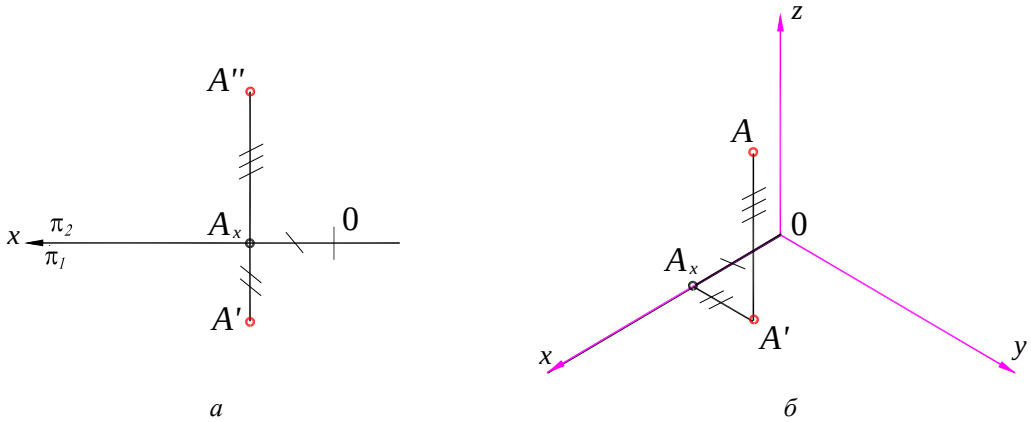

Рис. 13.9
*Задача* 1. Построить изометрическую проекцию точки $A$, представленной проекциями $A'$ и $A''$ (рис. 13.9, *а*).
*Решение*. Если даны прямоугольные проекции точки, то это значит, что известны все три координаты $x$, $y$ и $z$, позволяющие построить изометрическую проекцию. Построение начинают с изометрических осей, которые проводят под углом 120° друг к другу (рис. 13.9, *б*). Далее от начала координат $O$ по оси $x$ откладывают отрезок $OA_x$. Из полученной точки $A_x$ проводят прямую, параллельную оси $y$, и на ней откладывают отрезок $A_xA'$. Из точки $A'$ проводят прямую, параллельную оси $z$, на которой откладывают отрезок, равный координате $z$ точки $A$ – $A_xA''$. Полученная точка $A$ – искомая изометрическая проекция точки $A$.